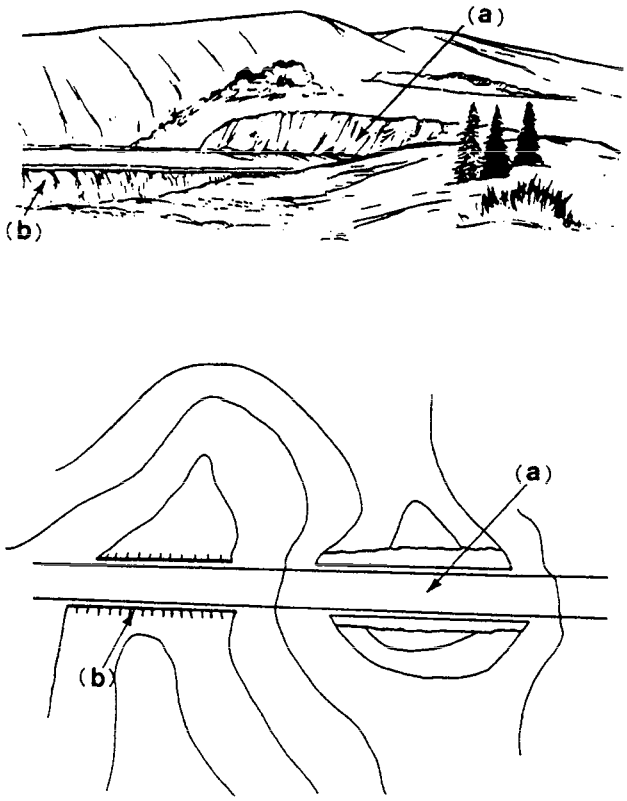

Figure 5-16.—(a) Cut; (b) Fill.
8. CUTS and FILLS. Cuts and falls are man-made features caused when the bed of a road or railroad is graded or leveled by cutting through high areas and filling in low areas along the right-of-way. (See fig. 5-16, views A and B, top and bottom.)